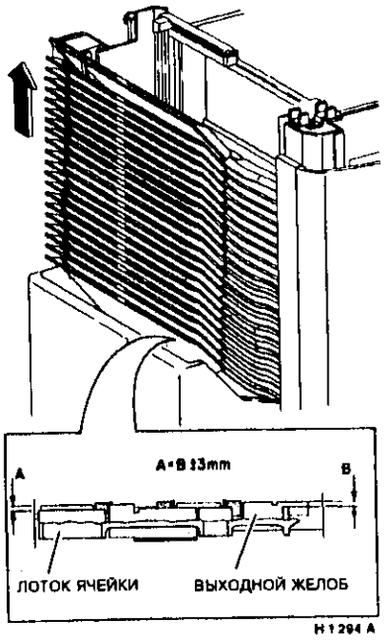

Рисунок 4. Проверка положения ячеек
4. (Рисунок 4) Проверьте, что пыжки валов всех трех кулачков ориентированы так, как показано на рисунке 2. Проверьте, что ролики ячеек всех трех кулачков находятся на одном уровне.
5 (Рисунок 4) Когда ячейки находятся в верхнем положении, проверьте, что лоток нижней ячейки параллелен выходному желобу.